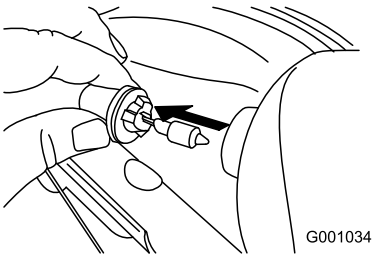

Figur 56
3. Fjern pæren direkte fra forlygtens bagside (Figur 56).